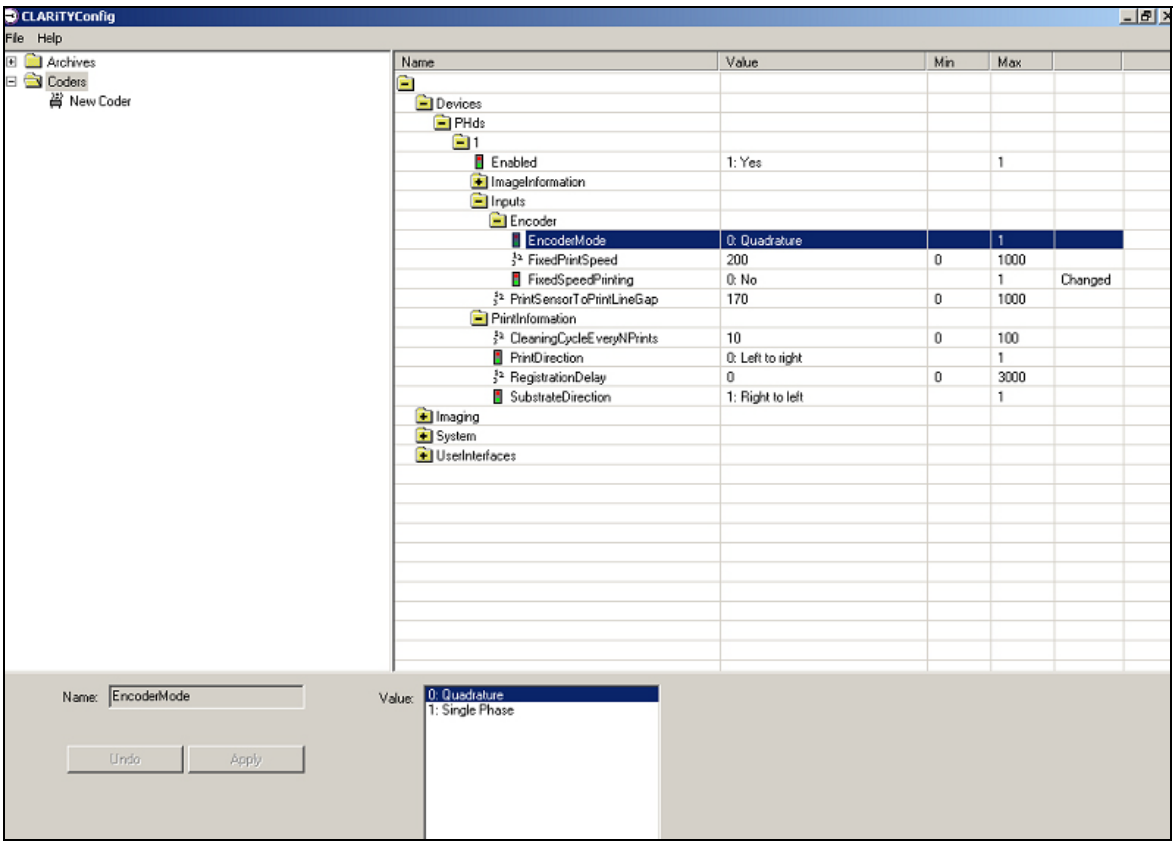

Figure 5-43: Encoder Mode Parameter
1. Encoder mode is selected via CLARiTY Configuration Manager, as shown in Figure 5-43.